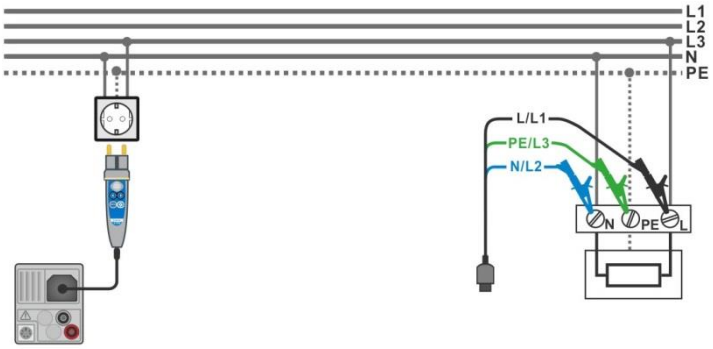

Figure 7.34: Connection of Plug commander and 3-wire test lead
- Connect test leads or Plug commander to the object under test, see ***Figure 7.34***.